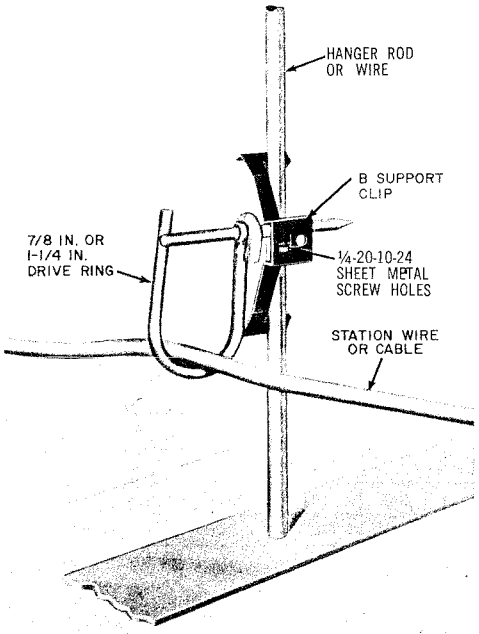

Fig. 4 — B Support Clip
3.05 ***The B Support Clip (Fig. 4):*** provides a means of attaching Drive Rings to hanger rods and wires used in false ceiling construction or to the flanges of structural steel framework. It replaces the B Beam Clip.